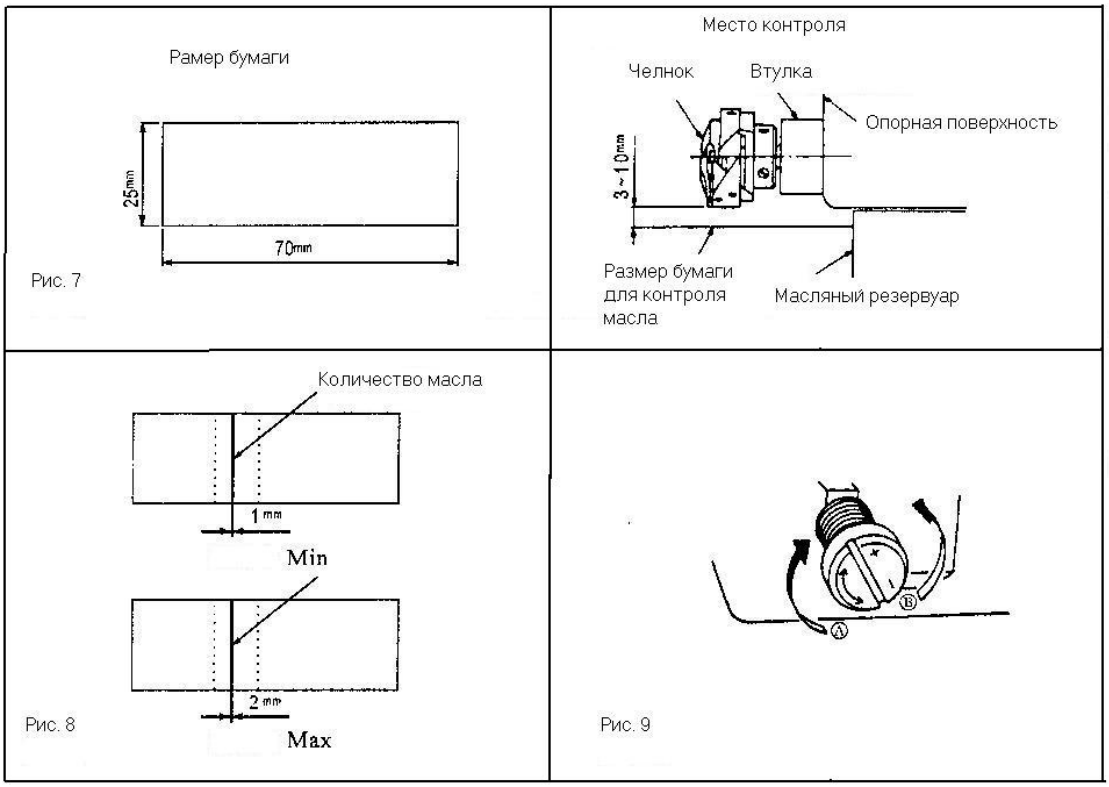

Рис. 7 Рис. 8 Рис. 9
3. РЕГУЛИРОВКА КОЛИЧЕСТВА МАСЛА, ПОДАВАЕМОГО В ЧЕЛНОК (Рис. 7, Рис. 8, Рис. 9)
1. Для проверки количества масла, подаваемого к челночному устройству, необходимо вырезать из бумаги, хорошо впитывающей масло, полоску размером 25 x 70 мм (Рис. 7).